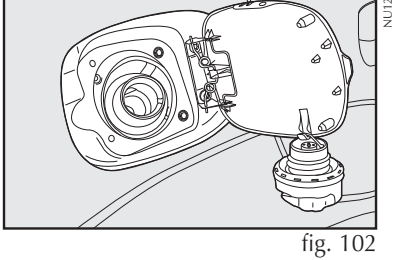

fig. 102
- após a retirada da tampa, encaixe-a no suporte existente na portinhola **fig. 102**.